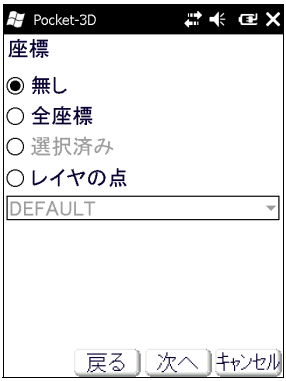

図 3-19. 座標画面
3. 座標画面では、次の項目から 1 つ選択し、**【次へ】**をタップします（図 3-19）。